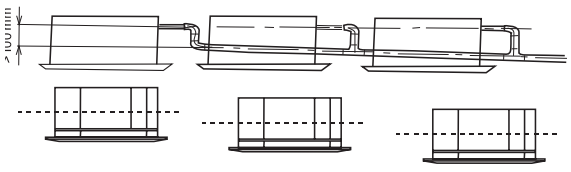

Рисунок 20 - Наклон дренажной трубки
• Дренажный трубопровод должен иметь уклон вниз не менее 1/100 (см. рисунок 20).
• При сливе нескольких блоков в общую дренажную линию общий слив должен быть установлен на расстоянии около 100 мм ниже сливного отверстия каждого узла (см. рис. 20).